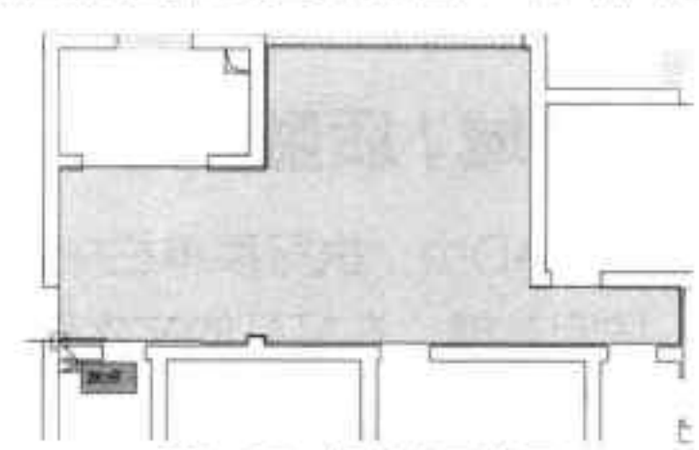

图4-70 框选客厅范围
Step04 按照同样的方法，沿着客厅墙线，捕捉三、四、五……测量点，直到完成客厅范围的选择为止，如图 4-70 所示。